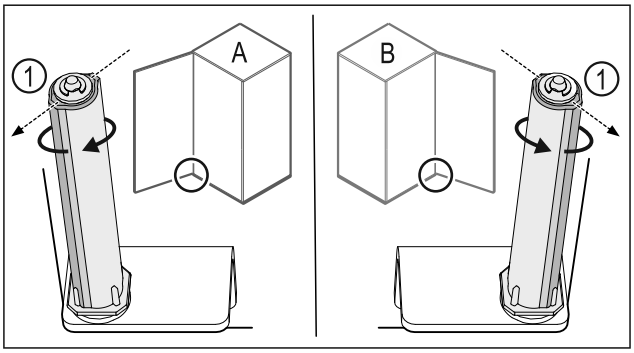

*Fig. 45 Linkeraanslag (**A**) / rechteraanslag (**B**)*
- ▶ Sluitsysteem tegen de weerstand in draaien, tot de stang van het sluitsysteem *Fig. 45 (1)* naar buiten wijst.